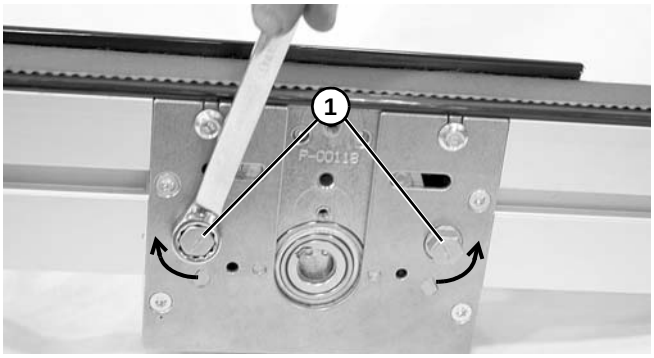

Figure 26
10. Rotate the tensioner cams **(Figure 26, item 1)** in the direction indicated to tension belt.